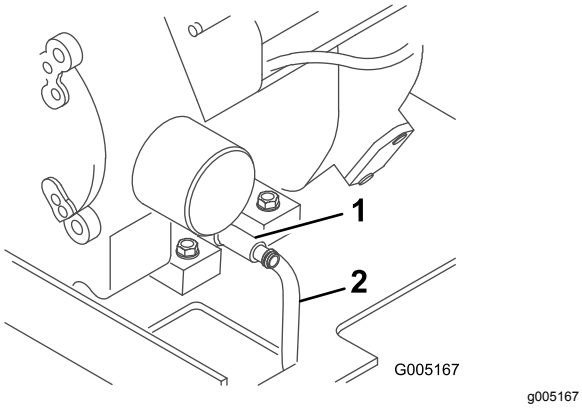

Rysunek 24
4. Umieść jeden koniec przewodu w zaworze spustowym, a drugi koniec w panewce (Rysunek 24).
5. Otwórz zawór spustowy, obracając go w kierunku przeciwnym do wskazówek zegara, ciągnąc do przodu w czasie obrotu (Rysunek 24).